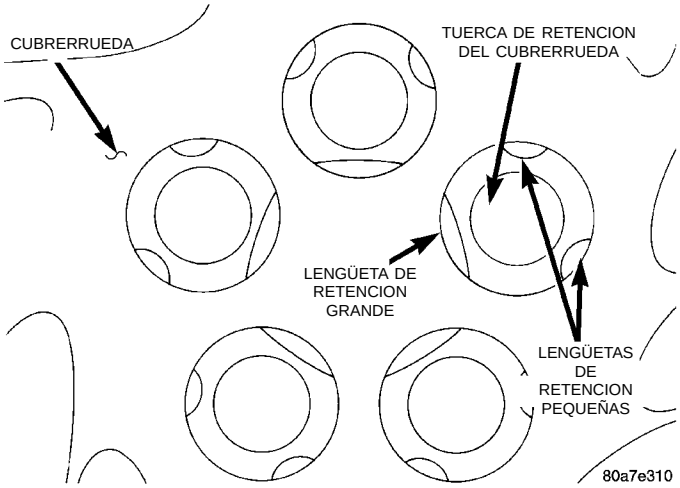

Fig. 15 Retención de tuercas de retención del cubrerrueda
(2) Desde la parte trasera del cubrerrueda, empuje hacia afuera e incline de lado la tuerca de retención, forzando su reborde más allá de las 2 pequeñas lengüetas de retención situadas en el orificio de la tuerca de retención del cubrerrueda (Fig. 15).
(3) Cuando el reborde de la tuerca de retención esté más allá de las 2 lengüetas de retención del cubrerrueda, retire la tuerca de retención del cubrerrueda empujando o tirando desde el agujero del cubrerrueda.
(1) Instale la tuerca de retención en el agujero del cubrerrrueda con el reborde de la tuerca de retención situado bajo el reborde de la lengüeta de retención grande (Fig. 15).
(2) Empuje el hexágono de la tuerca de retención, forzando su reborde más allá de las 2 pequeñas lengüetas de retención del cubrerrueda.